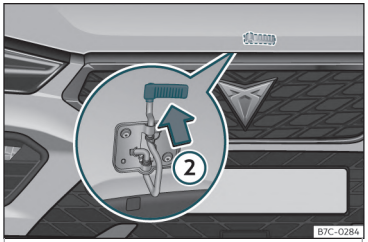

Fig. 200 Cămă sub capotă
• Pentru ridicarea capotei, apăsați în sus clema de deblocare de sub capotă››› **fig. 200** ②. Cârligul de fixare de sub capotă este eliberat.